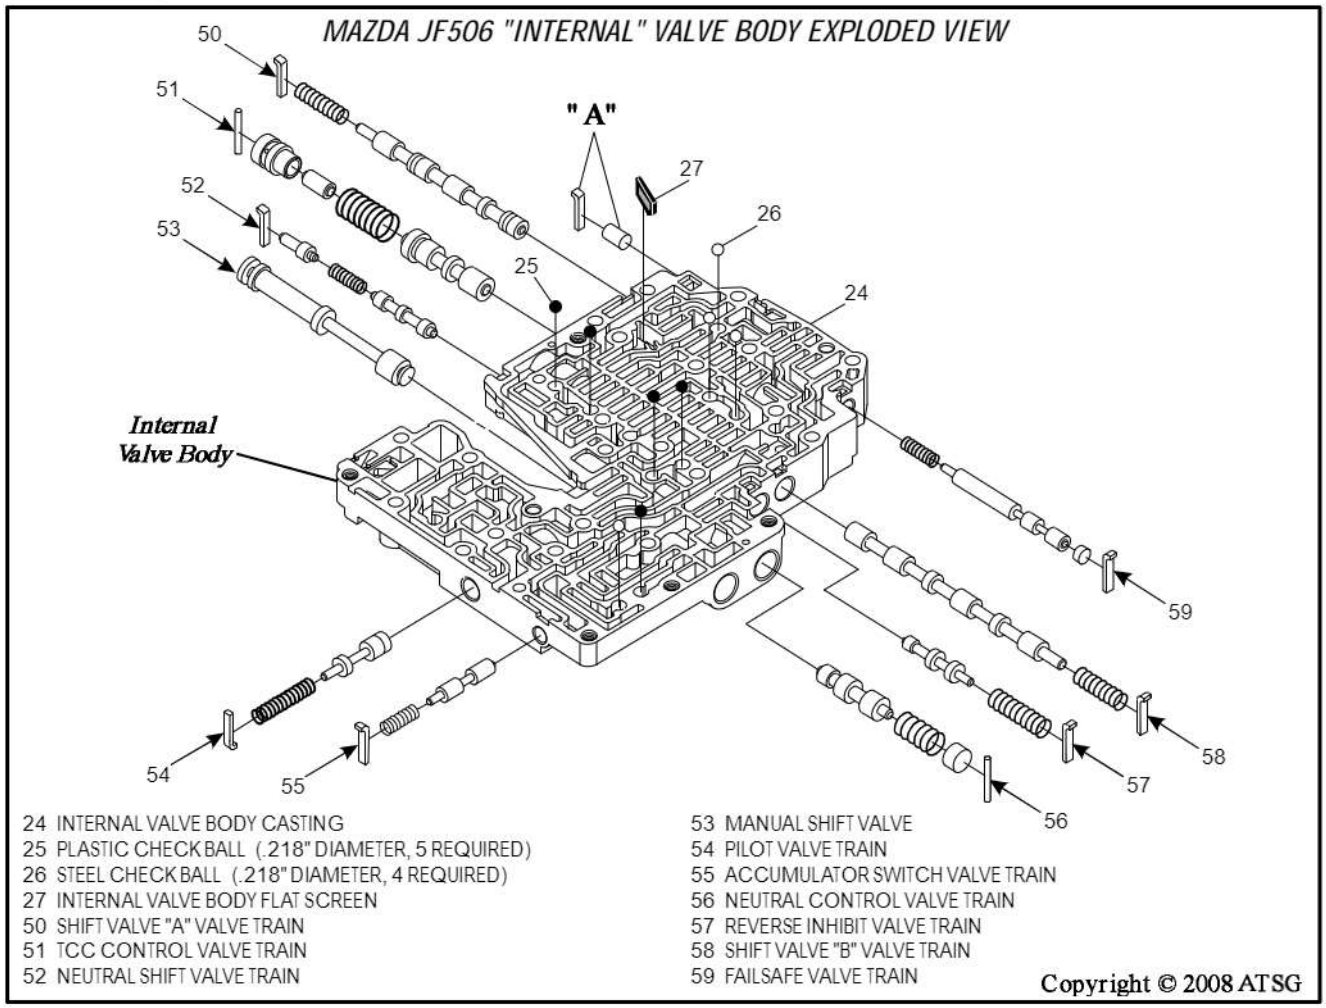

Figure 166
22. Disassemble the internal valve body, as shown in Figure 166, and place valves, bore plugs and retainers in appropriate trays exactly as they were removed from casting.
Note: There is no need to remove the bore plug and retainer identified with an "A" in Figure 166, as the valve is removed from opposite side.
24. Assemble internal valve body parts exactly as they are shown in Figure 166, and lube with the proper ATF as they are installed.
Note: Install the retainers exactly as shown in Figure 166, as they install in different directions through out the valve body.
25. Install the flat valve body screen into position, as shown in Figure 166.
26. Install the manual valve into the internal valve body in the direction shown in Figure 166.